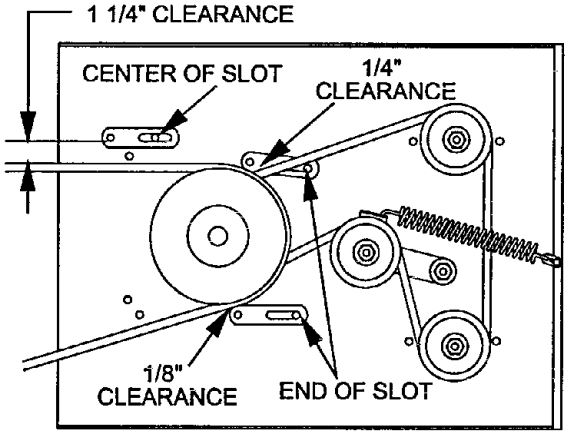

**FIG. 12**
d) Check belt guides under the engine deck for proper adjustment (See Figures 12 and 13). Adjust as necessary. The ***disengaged belt should not drag or fall off*** pulley when guides are properly adjusted.